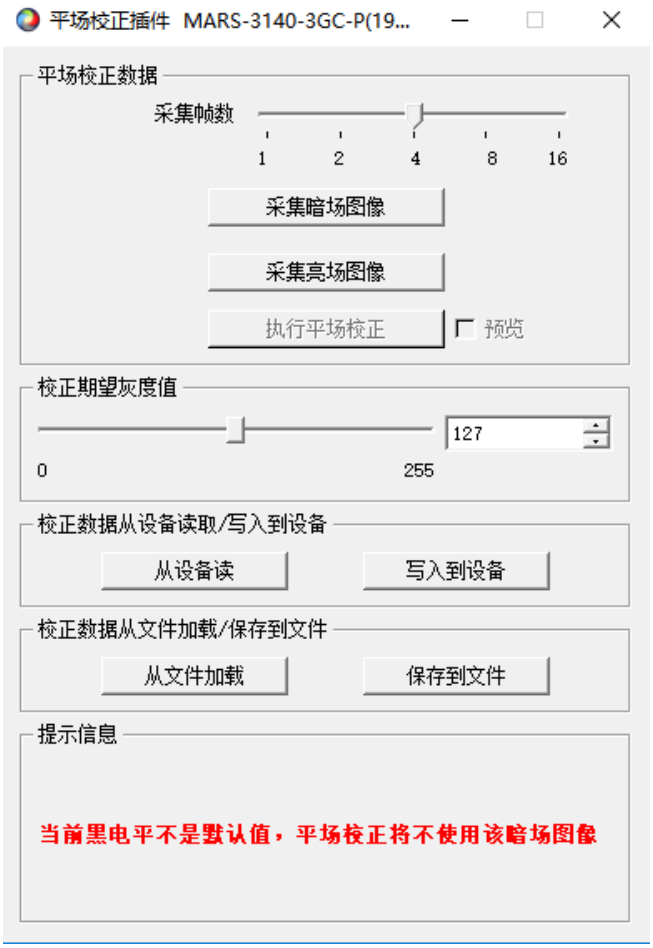

图 9-14 黑电平不是默认值
4) 如果采集暗场图像时，黑电平不是默认值，提示框中给出的提示如图 9-14 所示，则执行平场校正时，不使用该暗场图像，不会影响平场校正效果；